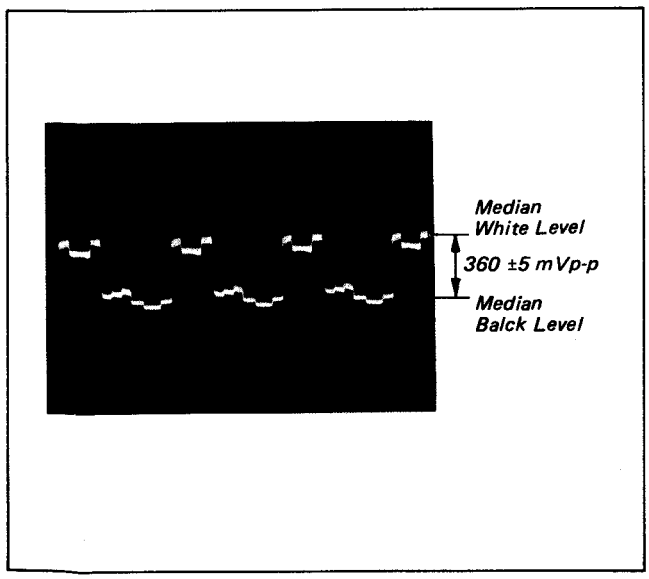

Fig. 1-18
Adjusting Procedure: By turning RV642 on SH-1 Board (that has been preset by G Pedestal Adjustment (1)), adjust the signal level at 360±5 mVp-p (see Fig. 1-18).